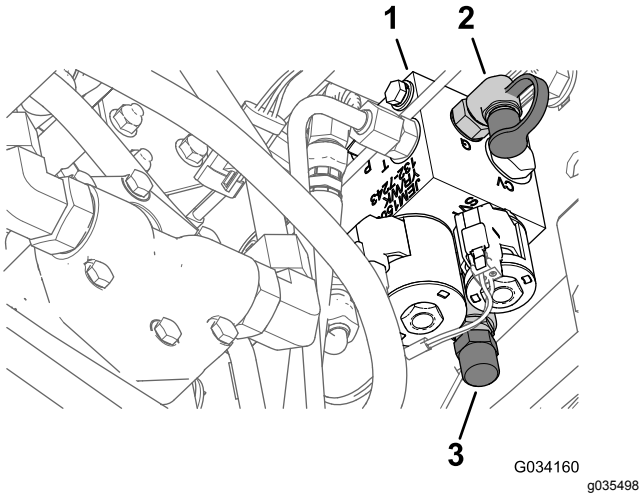

Figuur 14
3. Sluit een drukmeter aan op de testpoort achteraan het hefverdeelstuk (Figuur 14).
4. Verwijder het kapje van de gewichtsover-brengingsspoel aan de voorkant van het hefverdeelstuk(Figuur 14).
5. Draai de contramoer aan de onderkant van de gewichtsoverbrengingspoel los (Figuur 14).